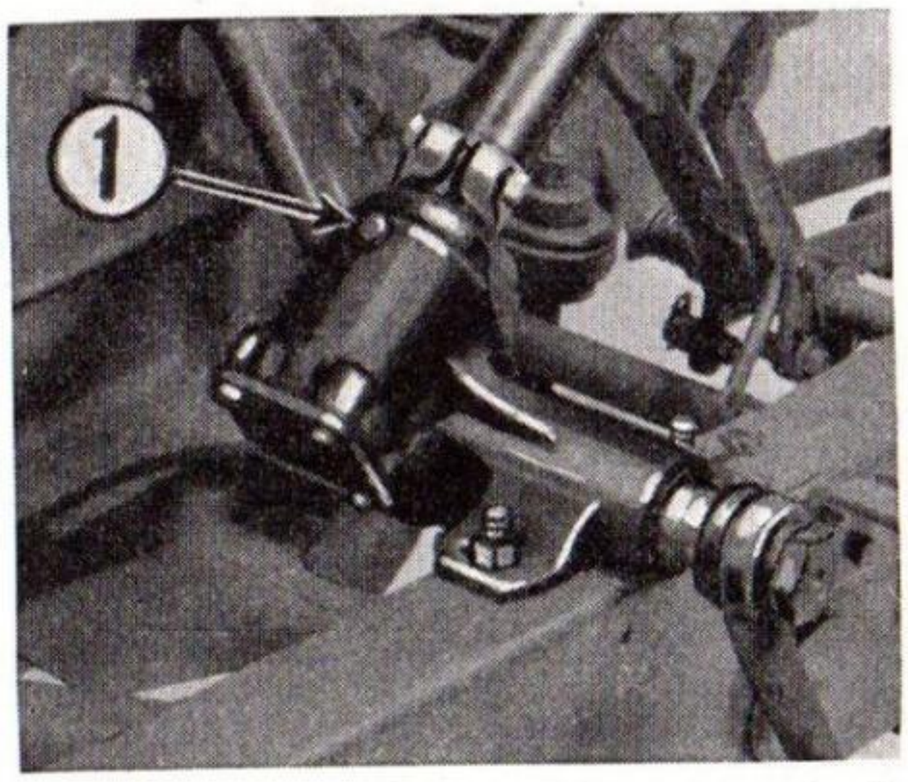

Fig. 43
STEERING GEAR LUBRICATION—LUBRICATION CODE "S"—Fig. 43: Check lubricant every 1000 miles by removing plug (1) fig. 43 and fill with special steering gear lubricant to bring up to level.